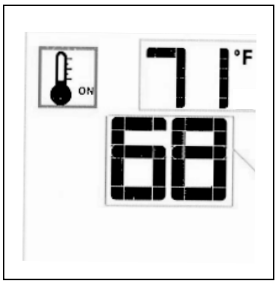

Fig. 15.14. Smart Set Temp.
- To adjust the temperature, press the Up or Down Arrow Keys until the desired Set Temperature is displayed. Fig.15.14.